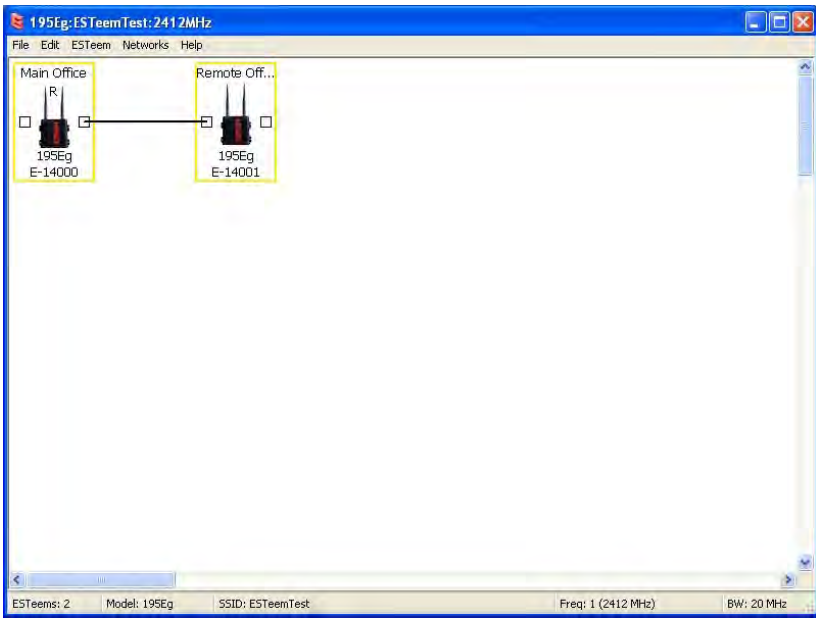

Figure 13: Create Wireless Link
1. Add the two ESTeem Horizons to the network using the above procedure. Once both ESTeem Horizons are on the configuration page, create a wireless link by clinking on one of the two connection boxes and dragging a line to the other modem (Figure 13).